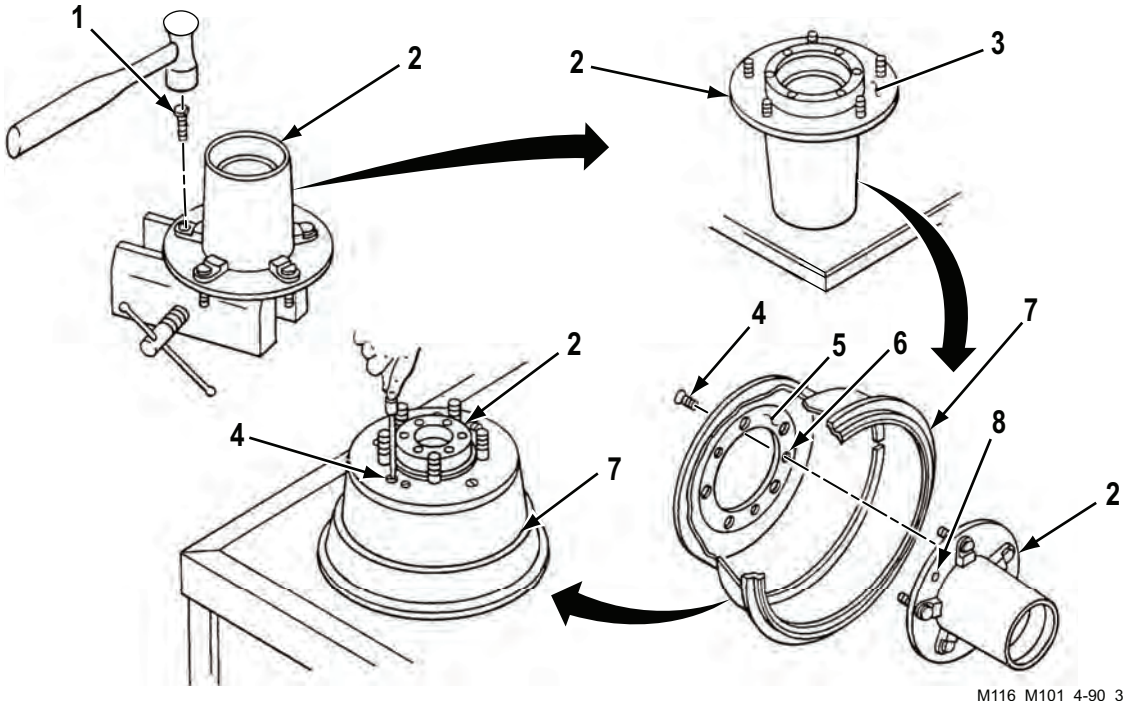

Figure 4. Hub and Brake Drum Assembly.
1. If removed, drive five shoulder bolts (Figure 4, Item 1) into wheel hub (Figure 4, Item 2).
2. Coat mating surface (Figure 4, Item 3) of wheel hub (Figure 4, Item 2) and mating surface (Figure 4, Item 5) of brake drum (Figure 4, Item 7) with clean oil.
3. Align countersunk holes (Figure 4, Item 6) in brake drum (Figure 4, Item 7) with tapped holes (Figure 4, Item 8) in wheel hub (Figure 4, Item 2).
4. Install three screws (Figure 4, Item 4) loosely.
5. Using soft-face mallet, tap brake drum (Figure 4, Item 7) against wheel hub (Figure 4, Item 2).
6. Tighten three screws (Figure 4, Item 4).